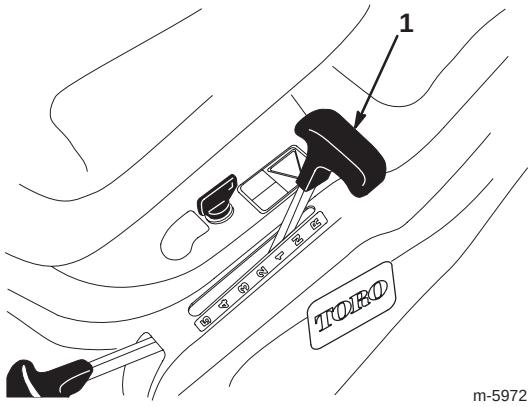

Figure 6
3. Mettez le levier de vitesse au point mort (N) (Fig. 6).